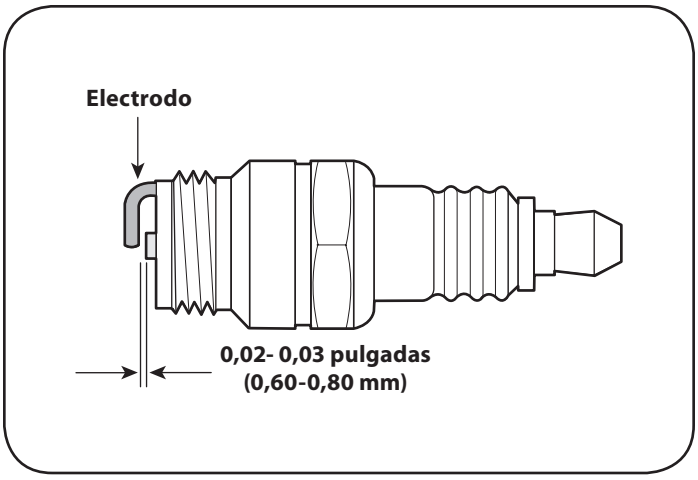

Figura 14
3. Mida la separación de bujía con un calibrador. Corrija de ser necesario torciendo el electrodo lateral. Vea la Figura 14. La separación debe establecerse entre 0,02 y 0,03 pulgadas (0,60-0,80 mm).